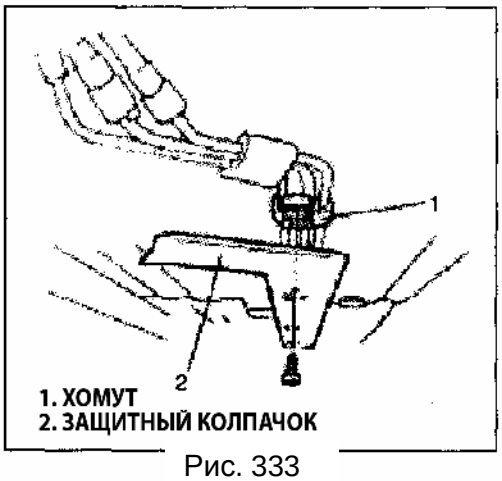

Рис. 333
9) Снимите защитный колпачок (Рис. 333).